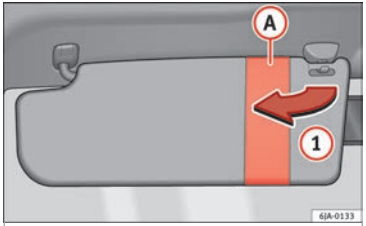
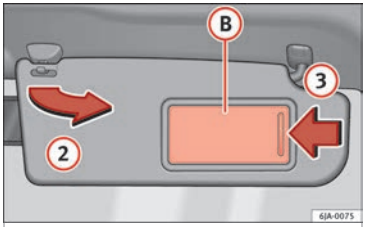

Fig. 140 Driver's sun visor.
Fig. 141 Front passenger's sun visor.
The sun visors for the driver and the front passenger can be pulled out of their central supports and turned towards the doors in the direction of arrow (1) ››› **Fig. 140** and (2) ››› **Fig. 141** respectively.
The front passenger sun visor includes a vanity mirror (B) with a cover. The cover is opened by sliding it in the direction indicated by arrow (3) ››› **Fig. 141**.